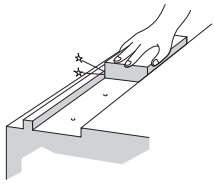

Fig.6 Checking the Mounting Surface
(1) Be sure to remove burr, dent and dust from the mounting surface of the machine to which the LM Guide is to be mounted before installing the LM Guide. (Fig.6)